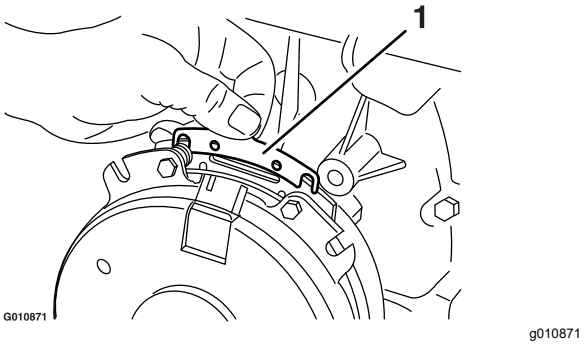

**Figur 79**
B. Brug en spidstang eller hånden til at holde tappen og fjerne afstandsstykket (Figur 79).
Fjern ophobet græs, snavs eller andet affald fra motorskærmen. Dette sikrer tilstrækkelig køling og korrekt motorhastighed, hvilket mindsker risikoen for overophedning og mekanisk beskadigelse af motoren (Figur 79).